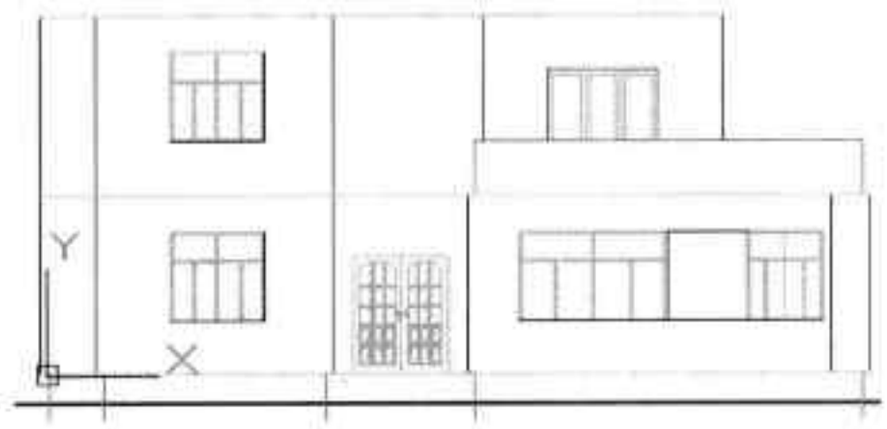

图18-98 生成别墅正立面
Step29 稍等片刻即可生成别墅正立面图，如图 18-98 所示。